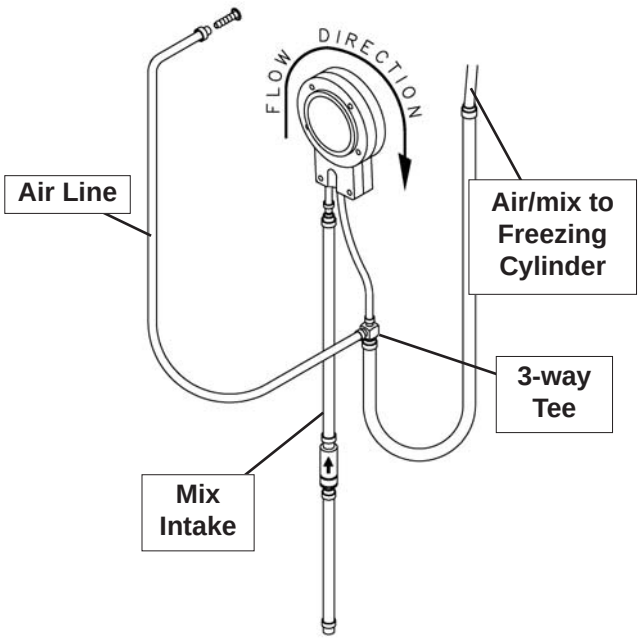

Figure 3-15 Mix Pump Hose Routing
A. Mix Operation: The peristaltic mix pump contains one continuous mix pump hose. When looking at the face of the peristaltic mix pump, the left side of the hose is the suction or pickup. The right side of the hose is the discharge. Mix is drawn up the suction side of the hose and transferred through the discharge side to the machine (see Figure 3-15).